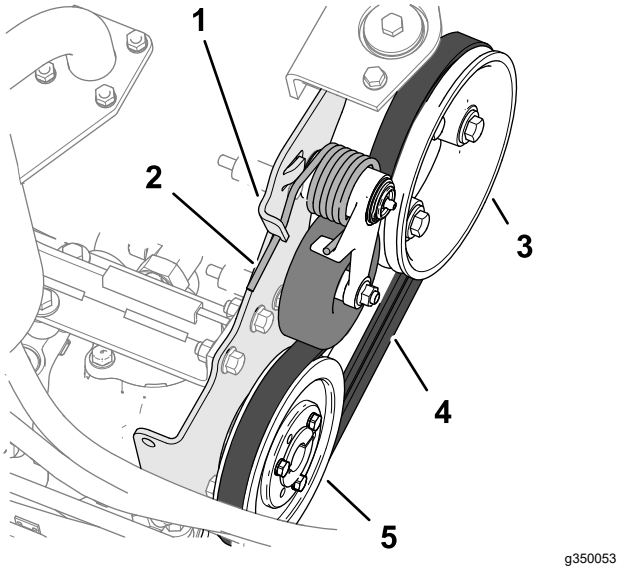

Rysunek 85
2. Naciśnij koniec sprężyny napinającej pasek w dół i wyjmij z wycięcia w wypuście mocowania pompy, a następnie przesuń koniec sprężyny do przodu (Rysunek 85).